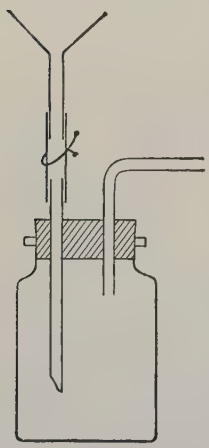

FIG. 9.
1. Preparation of Acetylene. Provide a 100 cc. bottle with a two-hole rubber stopper carrying a dropping funnel and delivery tube. If a dropping funnel is not available, a substitute may be made by connecting a short-stem funnel or thistle tube to a glass tube of suitable length by means of a short rubber connector, and closing the rubber connector with a pinch cock (Fig. 9). Place several small pieces of calcium carbide in a bottle and allow water to drop slowly on to the carbide. Collect a bottle of the gas over water. Remove the bottle of acetylene to the hood and set fire to the gas. Result?